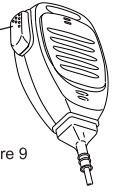

Figure 9
1. Hold the microphone about 2″ from your mouth when speaking and press the [PTT] (push to talk) button. (Figure 9) The red LED lights during call.
2. Release [PTT] to return to the receive/listen (RX) mode. To receive your radio must be switched to the proper channel and set with matching signaling or Color Code and Group ID if used in digital mode.